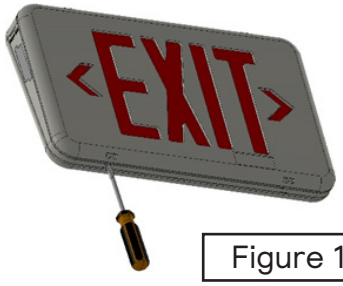

Figure 1
1. Insert a flat blade screwdriver into the two small slots found on bottom of housing between housing and EXIT stencil. Pry stencil from housing. Remove and discard canopy assembly found inside housing. See Figure 1.
1. Insert a flat blade screwdriver into the two small slots found on bottom of housing between housing and EXIT stencil. Pry stencil from housing. Set aside canopy assembly found inside housing. If double faced mounting is desired, repeat by removing the backplate and replacing with the extra EXIT stencil assembly. See Figure 1.